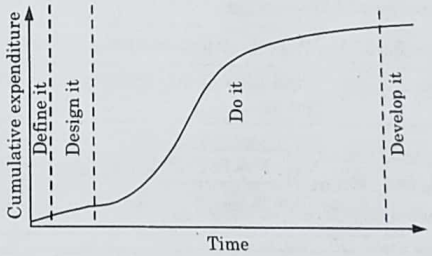

Fig. 5.2.2. Graph of cumulative expenditure against time.
7. This pattern is shown as a group of cumulative expenditure against time in Fig. 5.2.2.